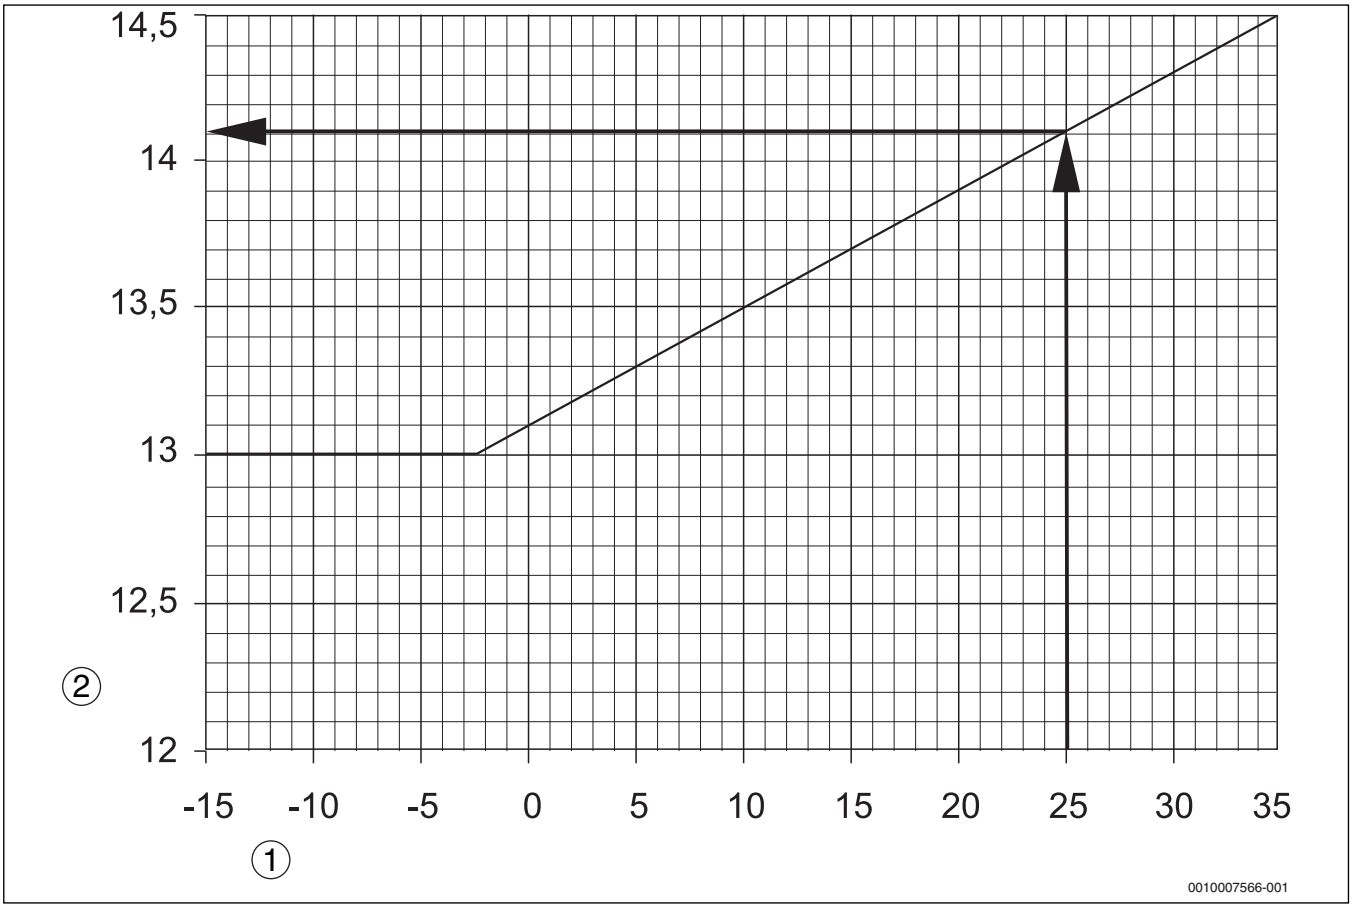
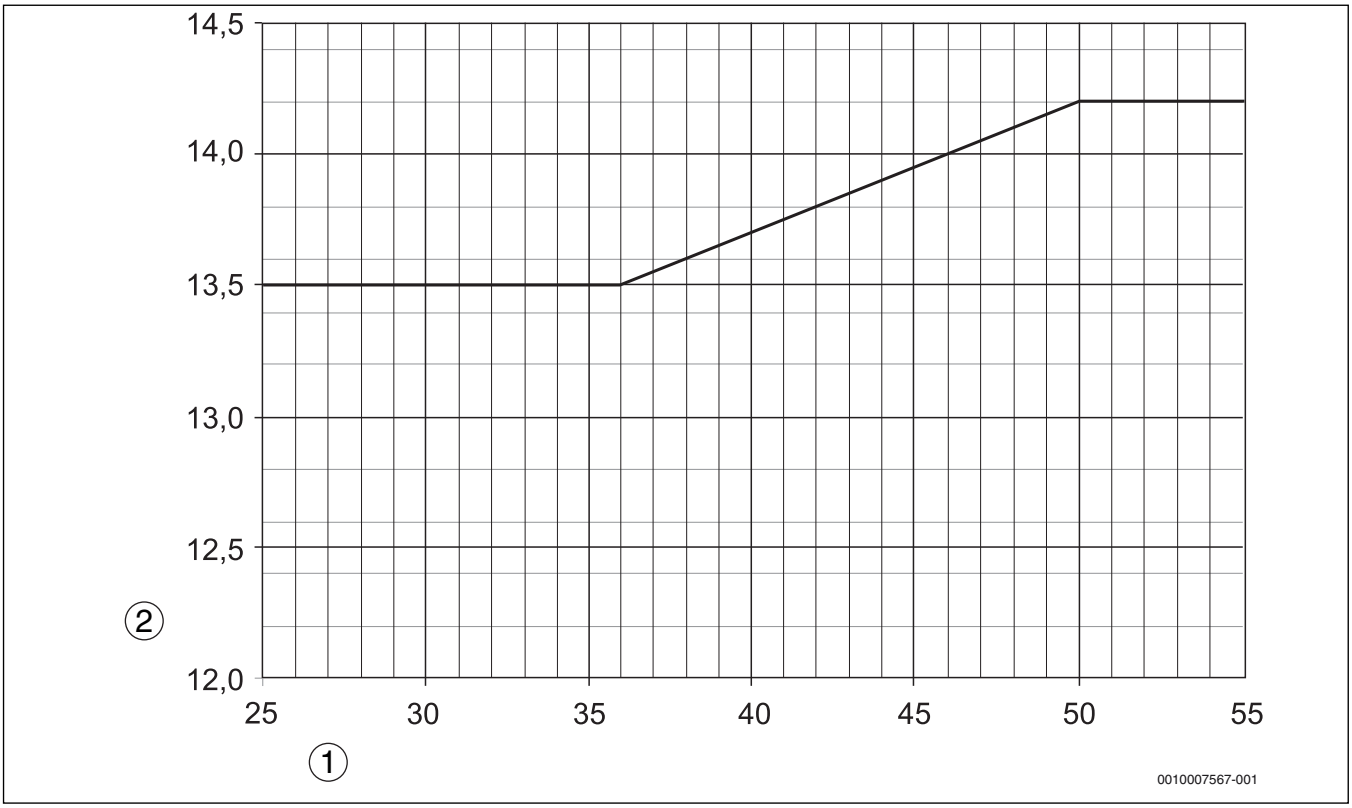

Fig. 6 Impostazione di CO_2 in caso di ventilazione attraverso la parete esterna (con o senza cuffia del bruciatore)
Fig. 7 Impostazione di CO_2 in caso di ventilazione tramite un sistema concentrico di aspirazione e scarico gas combusti (con o senza cuffia del bruciatore)
- Reimpostare il tenore di CO_2 tramite la vite per la regolazione della pressione sulla pompa del gasolio in base alla fig. 6 oppure alla fig. 7, a seconda che la ventilazione avvenga direttamente attraverso la parete esterna o tramite un tubo concentrico.